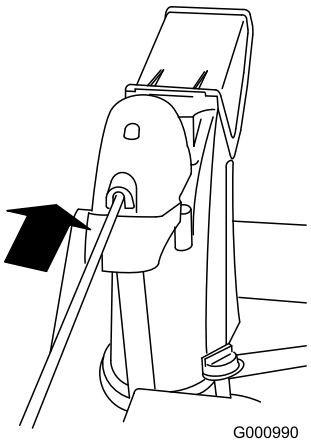

**Figur 16**
4. För in stångens främre ände i öppningen bakpå kåpan som sitter över kugghjulet på utkastaren tills den glider in i kugghjulet (Figur 16).